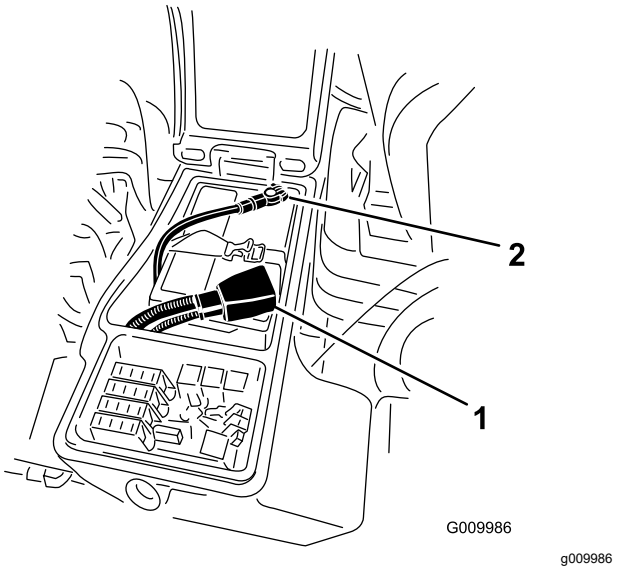

Figuur 98
3. Maak de minkabel (zwart) los van de minpool (-) en de pluskabel (rood) los van de pluspool (+) van de accu (Figuur 98).
aan de klem van minpool (-) van de accu (Figuur 98).